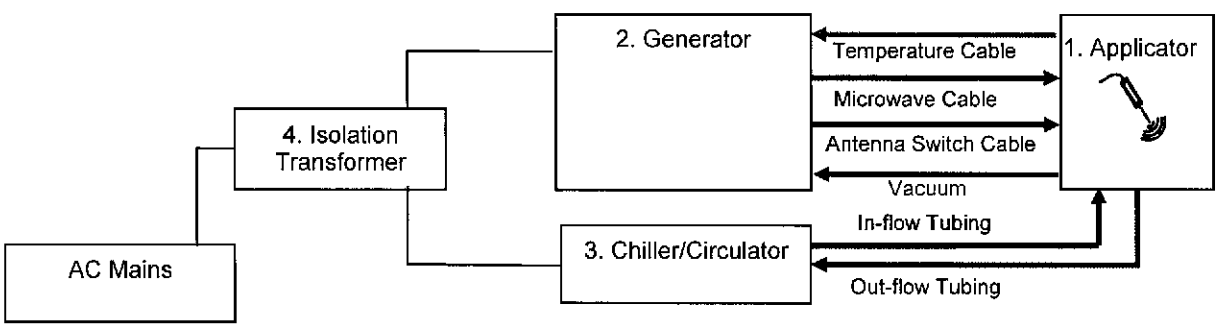

Figure 1. Block diagram of DTS G2 system components.
5. Mobile Cart (not shown in Figure 1)
6. Foot Switch (not shown in Figure 1)
See Figure 1 for basic block diagram of how the components of the system are connected.